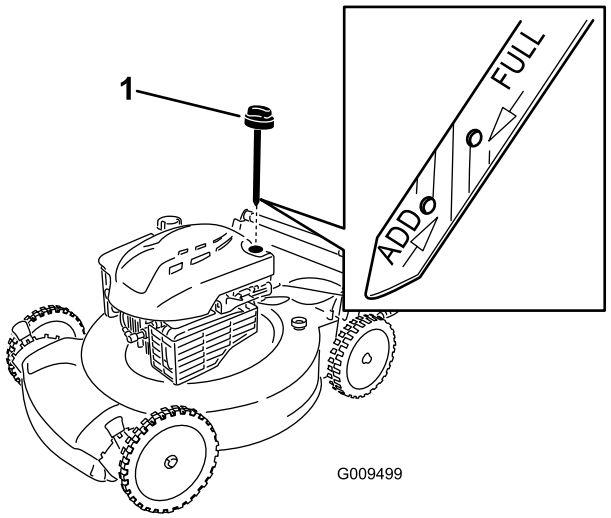

Bild 4
2. Entfernen Sie den Peilstab (Bild 4) und füllen Sie Öl in den Einfüllstutzen bis ca. 3/4 des Füllvolumens des Kurbelgehäuses ein.
5. Nehmen Sie den Peilstab heraus und lesen Sie den Ölstand am Peilstab ab, siehe Bild 4.